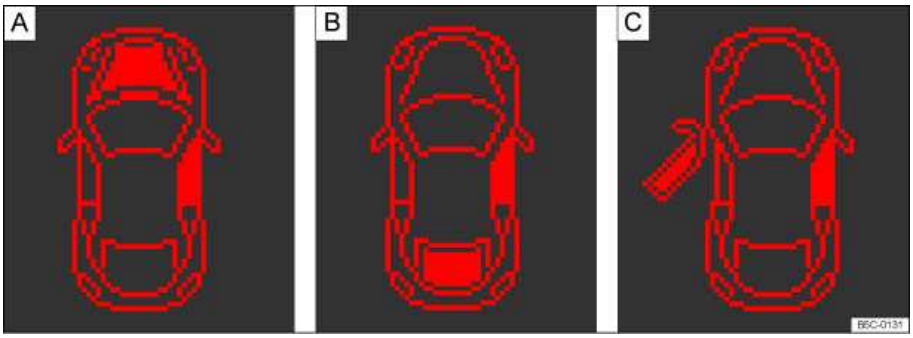

Fig. 15 In the instrument cluster display (examples): A: Open engine hood, B: Open luggage compartment lid, C: Open driver door.
- Open door, engine hood, or luggage compartment lid ⇒ fig. 15